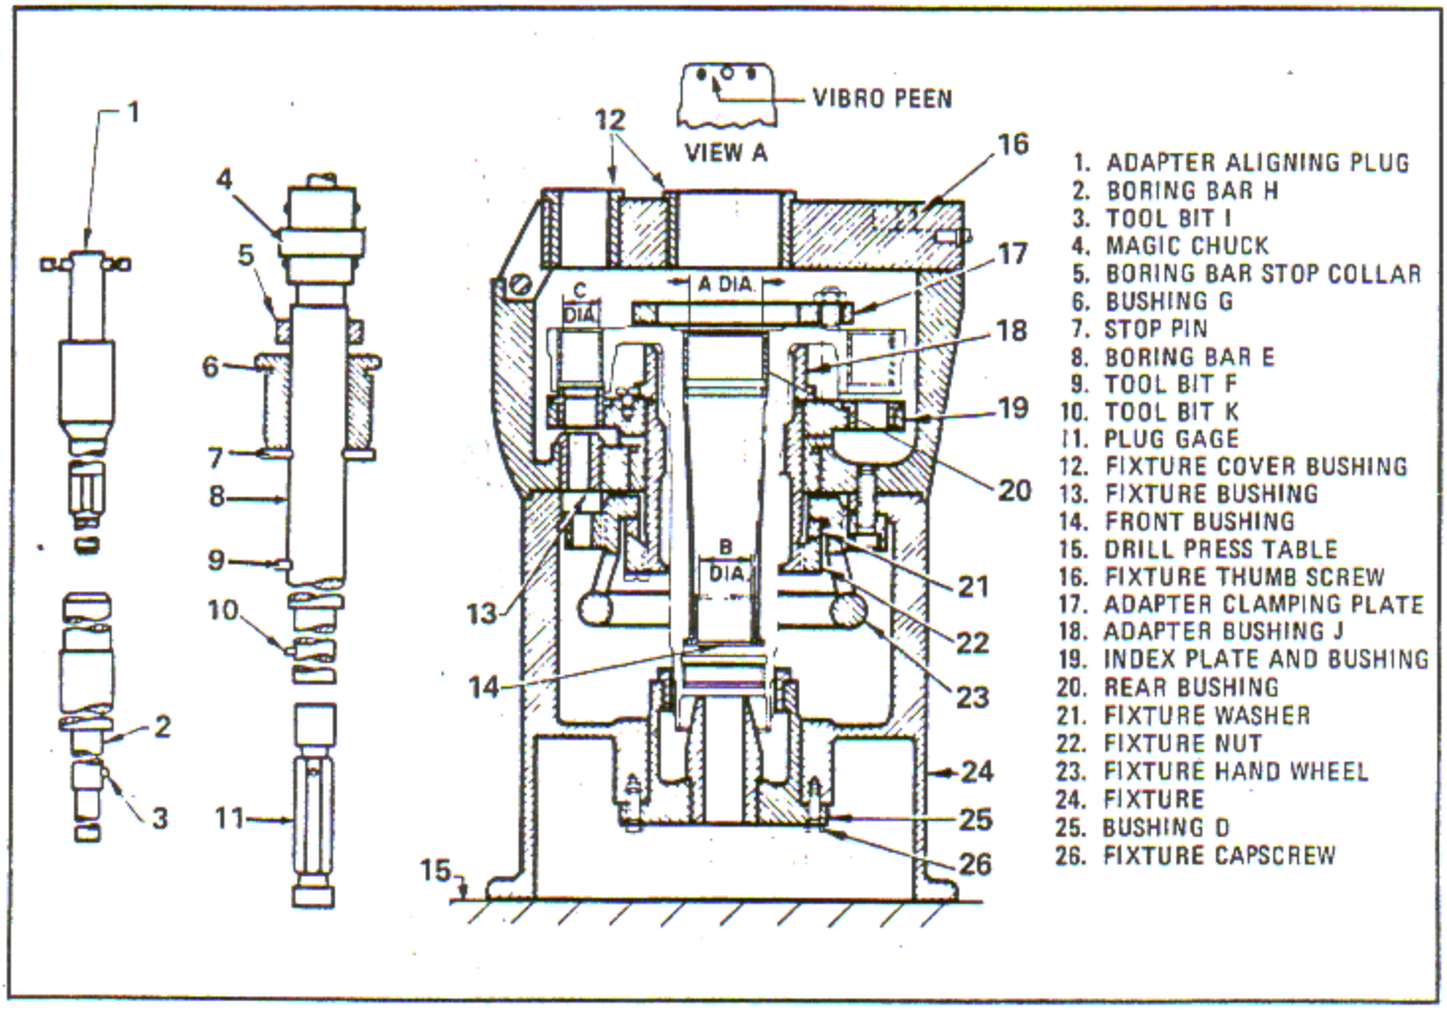

Figure 6-56. Finish Bore Propeller Shaft Front and Rear Bushing and All Pinion Bushings
a. Insert the propeller shaft into fixture. See figure 6-56.
b. Place the clamping plate of adapter (17) over the propeller shaft and clamp tightly, using studs from index plate and adapter studs.
c. Close the fixture cover and lock with fixture thumb screws (16).
d. Align pinion bushings with fixture bushings (13) using the adapter indexing plug (1).
e. Lock the assembly in the fixture with the fixture hand wheel (23).
f. Assemble boring bar (8), bushing (6), stop collar of boring bar (5) and tool bits (9 and 10) as shown.
g. Set the stop collar (5) to prevent the upper tool bit (9) from cutting into the hydromatic sleeve below the bushing.
the boring bar on the cover bushing while assembling a magic chuck (Magic Chuck No. 3, Scully Jones and Co., 1901 Rockwell St., Chicago, Ill., or equivalent) and boring bar to drill press spindle. Clamp the fixture (24, figure 6-56) to the drill press table (15).
j. Remove stop pin (7), sliding bushing (6) into cover bushing (12), and finish bore front and rear bushings (14 and 20). A surface finish of 13 microinches rms or better is required on the inside diameter of the bushings. Check dimensions using standard precision measuring instruments.